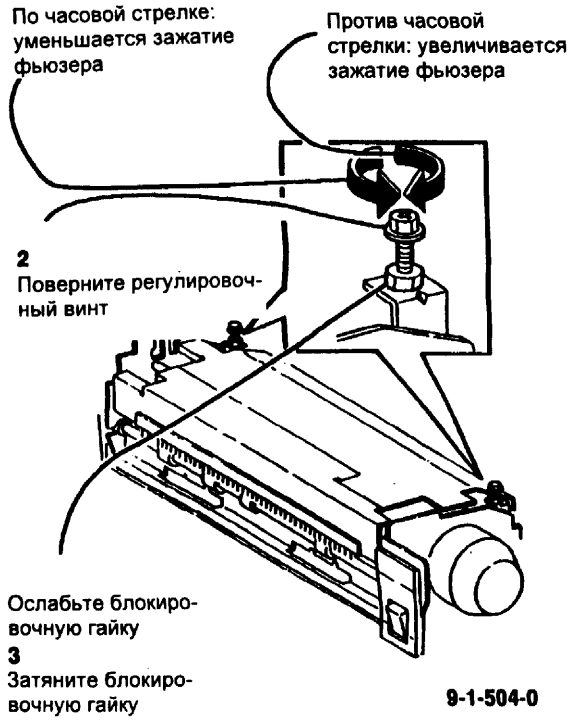

Рис. 3 Регулировка зажима фьюзера
2. (Рис. 3) Отрегулируйте зажим фьюзера.